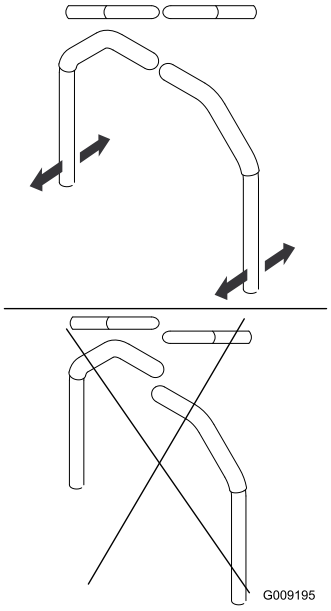

Figur 77
4. Juster håndtagenes position på langs ved at sætte håndtagene sammen i neutral position og skubbe til dem, indtil de er placeret korrekt. Stram derefter boltene (Figur 77).